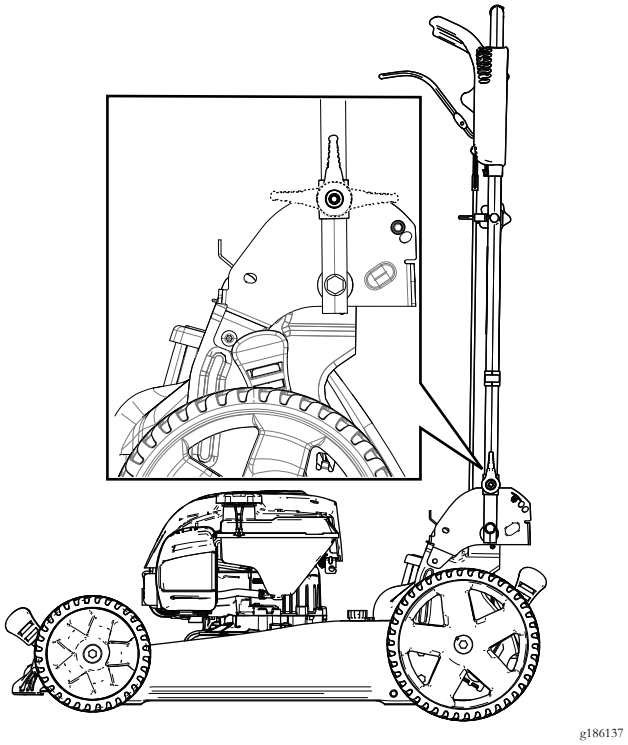

Figur 25
2. Fold håndtaget fremad enten i den lodrette position eller den fuldt fremadrettede position som vist i Figur 25.